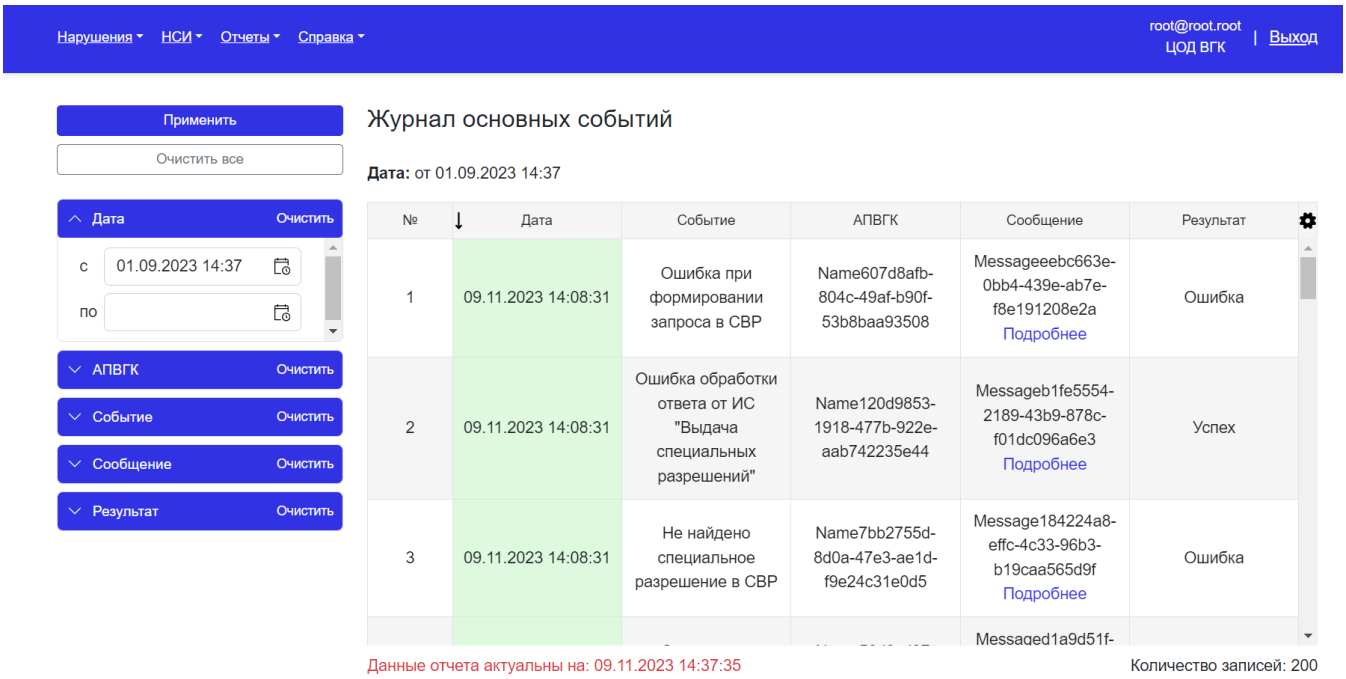

Рисунок 246 – Журнал основных событий
5. При нажатии на кнопку «Применить» производится фильтрация журнала по установленным параметрам (Рисунок 246);